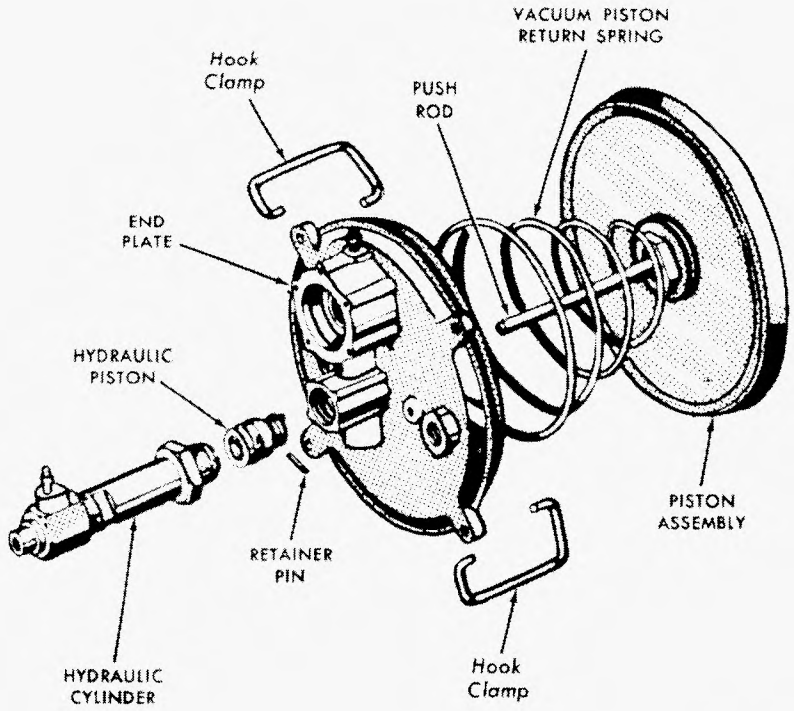

FIG. 62—Vacuum Piston, End Plate, and Hydraulic Cylinder
7. Compress the vacuum piston return spring by pressing down on the end plate and using hook-type clamps similar to those in Fig. 62. Hold the spring compressed.
13. Carefully guide the push rod through the leather seal of the end plate, compress the spring, and install the hook clamps to hold the spring compressed (Fig. 62).